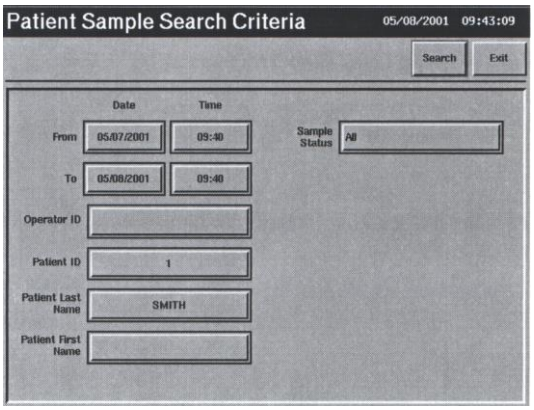

Рис. 5.1
1. Выберите *Patients Samples* из меню *Database*. На экране появится окно *Patient Samples Search Criteria* (Критерий поиска анализов пациентов) (рис.5.1).